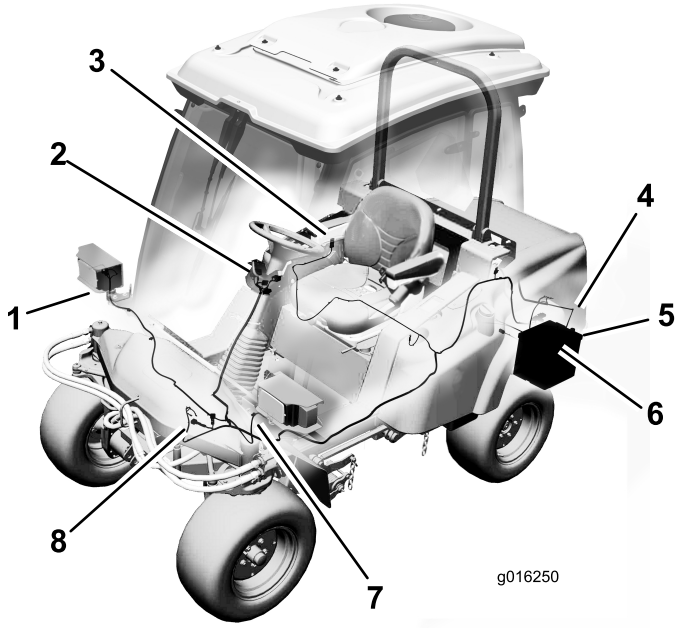

Figuur 12
- Leid de kabelboomconnectors voor de linker- en rechterkoplamp langs de voorkant van het platform naar de koplampen (Figuur 12).
- Leid de kabelboom naar de claxon en sluit de twee draden aan op de contactklemmen (Figuur 12).
- Verwijder de (2) schroeven waarmee het bedieningspaneel aan het tankdeksel is bevestigd.
- Til het bedieningspaneel op en zoek de kabelboomaansluiting die aangeduid is met **Accessoire** (Figuur 12).
- Leid de kleine ringconnector van de kabelboom naar het aardingsblok en maak de connector vast (Figuur 12).
- Leid de ringconnector van de kabelboom naar de positieve (+) accupool en sluit deze aan (Figuur 12).
4. Aansluiting achterlicht (2)
- Leid de kabelboom langs de bestaande kabelboom en framebuis naar de kabelboom van het linkerachterlicht (Figuur 12). Sluit de bedradingsaansluiting aan op de kabelboomaansluiting van het licht. Bevestig de kabelboom met kabelbinders aan de bestaande kabelboom en de framebuis.